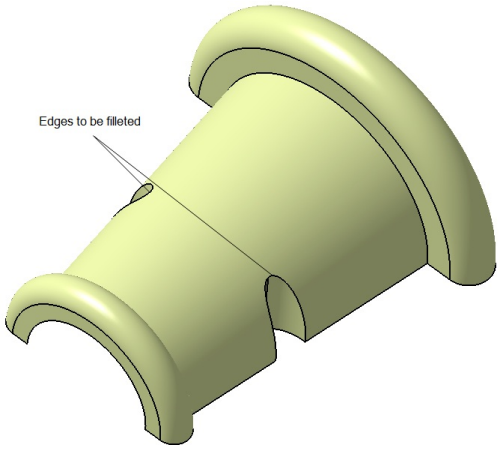

Figure 18-91 *Edges to be filleted*
2. Select the edges to fillet, as shown in Figure 18-91.